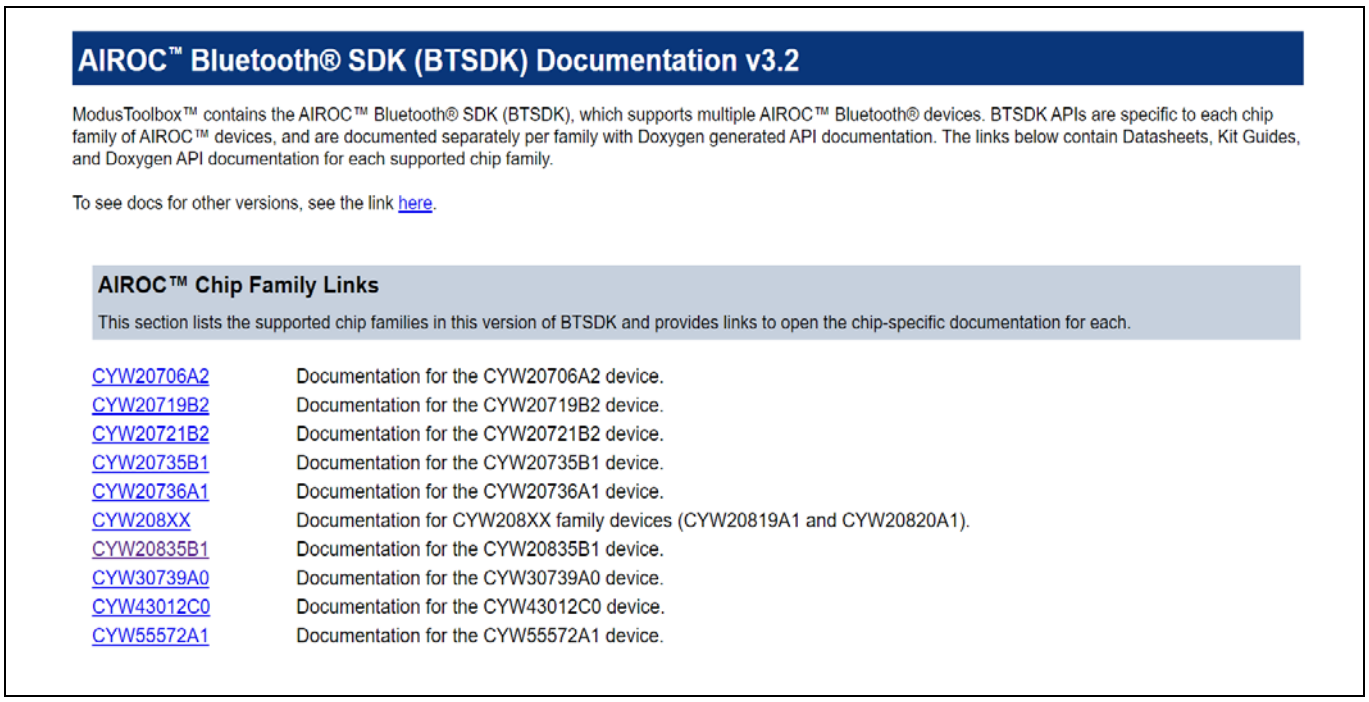

Figure 5 Bluetooth® SDK API リファレンス
- **AIROC™ Bluetooth® SDK:** IDE で、**AIROC™ Bluetooth® SDK documentation** > **CYW208xx**> **WICED CYW208xx Documentation** を選択してください。この HTML 形式ガイドは、CYW20820 デバイスに関連する SDK API に関する情報を提供します。**Figure 5** に示すように、API 関数は論理的にコンポーネントにグループ化されており、簡単に移動して参照できます。